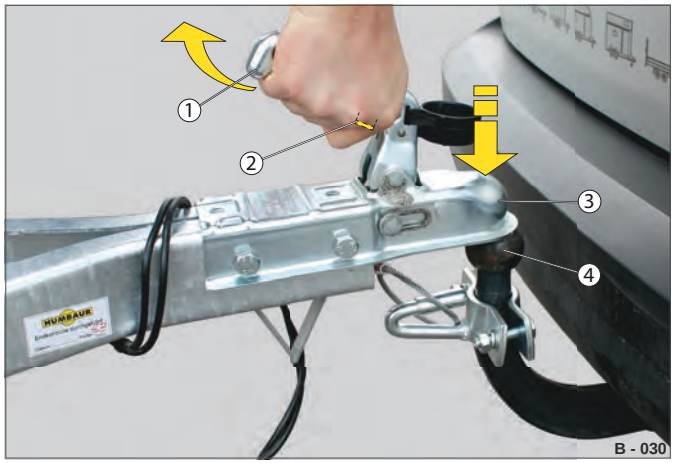

Fig. 8 Eksempel: Tilkobling af anhænger uden bremser
▶ Tryk spærrepalen (Fig. 8 /2) helt ind.
▶ Træk håndgrebet (Fig. 8 /1) helt opad, og slip spærrepalen.
▶ Sæt kalotten (Fig. 8 /3) på kuglehovedet (Fig. 8 /4).